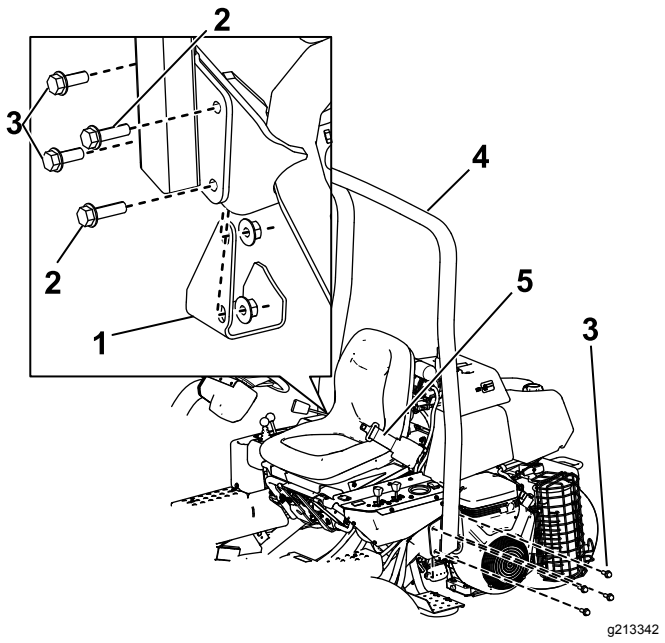

Figur 6
2. Senk veltebøylen (Figur 6) på monteringsbrakettene, på linje med monteringshullene.
3. Fest hver side av veltebøylen til monteringsbrakettene med fire bolter (1/2 x 1 1/2 tomme) og låsemuttere (Figur 6).
5. Fest hver side av veltebøylen og jekkplaten du fjernet tidligere, til monteringsbraketten med to bolter (1/2 x 1 1/2 tomme), to bolter (1/2 x 1 3/4 tomme) og låsemuttere, som vist i Figur 6.